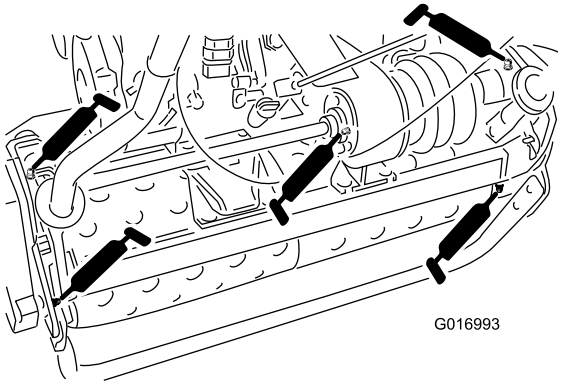

**Figuur 19**
- 2 op de trommelassen (Figuur 19)
- 3 op de differentieel (Figuur 19)